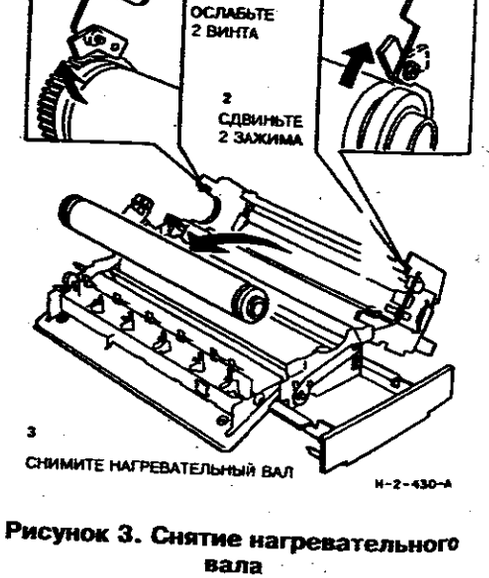

**Рисунок 3. Снятие нагревательного вала**
7. (Рисунок 3) Снимите узел нагревательного вала.
*При закреплении зажимов нагревательного вала проверьте, что посадочное отверстие каждого зажима попадает на соответствующий выступ на корпусе фьюзера (рисунок 3).*